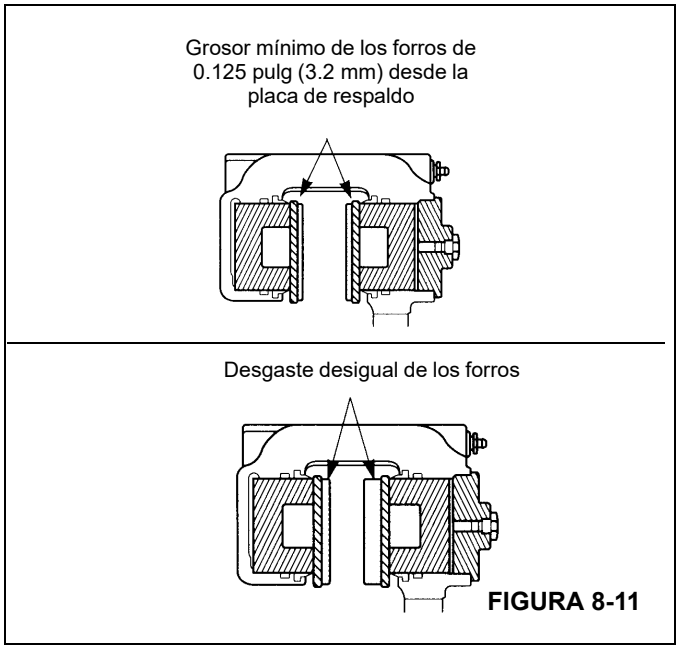

FIGURA 8-11
- Desgaste de forros. Reemplace los forros cuando su grosor mida menos de 0.125 pulg (3.2 mm) medido desde la placa de respaldo (Figura 8-11).
- Desgaste no uniforme de forros. Reemplace los forros si el grosor de los dos forros es significativamente desigual. Verifique que los émbolos funcionen correctamente. Reemplace el émbolo y/o la caja si uno de los émbolos se desvía dentro de su cavidad. Compruebe que la superficie del disco esté plana y paralela respecto a los forros (Figura 8-11).